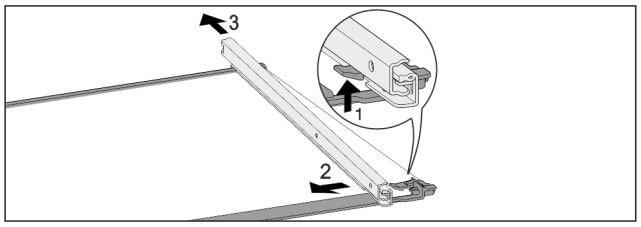

Fig. 191 Steklena plošča z vodili
- ▶ Sprednji zaskočni kaveljček potisnite navzgor. *Fig. 191 (1)*
- ▶ Izvlečno vodilo potisnite *Fig. 191 (2)* na stran *Fig. 191 (3)* in nazaj.